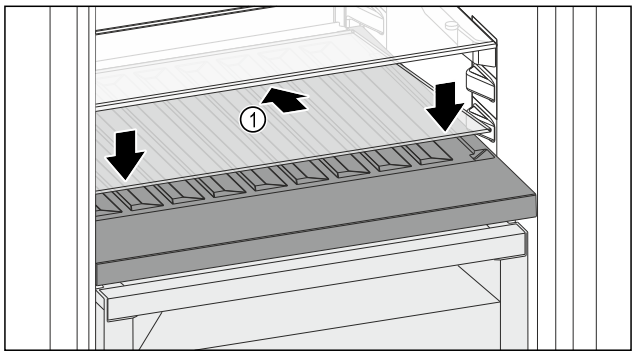

Fig. 115
▶ Place the glass shelf *Fig. 115 (1)* at an angle, sloping it downwards and backwards.
▶ Lower the glass shelf *Fig. 115 (1)* at the front.